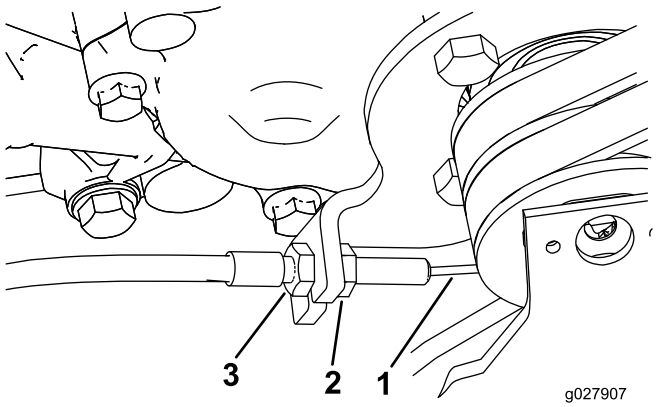

Figur 43
3. Öka kabelspänningen genom att lossa kabelns främre kontramutter och dra åt dess bakre kontramutter (Figur 43) tills en kraft på 2,75–3,25 kg krävs för att koppla in hjuldrivningen.